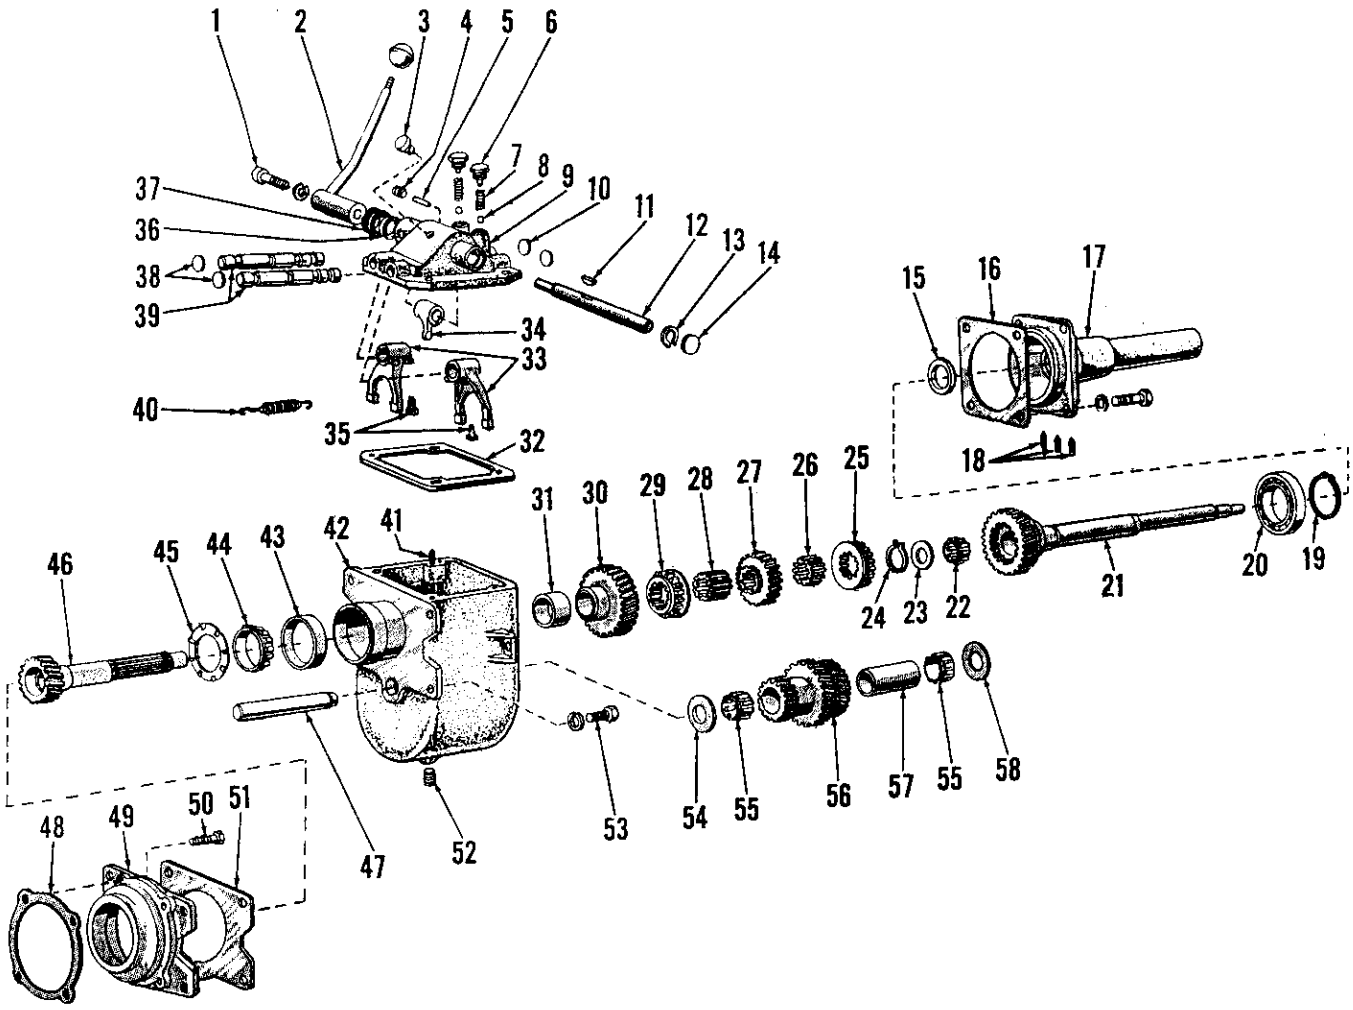

Fig. 182–Exploded view of auxiliary transmission that is available for installation in models with standard shift four-speed transmission.
186. Separate (split) tractor between engine and transmission housing as outlined in paragraph 181. Disconnect the clutch release bearing springs (40—Fig. 182) and remove the bearing. Drain the auxiliary transmission and main transmission. Remove the socket head screw (1) from auxiliary transmission shift lever (2) and remove the lever. Then, unbolt and remove the auxiliary transmission from mounting flange (49) on front of main transmission housing.
187. **SHIFTER RAILS AND FORKS.** To remove shifter rails and forks, the auxiliary transmission must be removed as outlined in paragraph 186. Refer to Fig. 182, remove the retaining cap screws and lift shifter cap assembly (9) from gear case. Remove the two detent caps (6), detent springs (7) and detent balls (8) from shifter cap. Remove lock wires and the drilled head set screws (35) from shifter fingers (forks) (33). Remove the Welch plugs (38) from the shifter rod bores at the rear of the shifter cap, then drive the shifter rods (39) out the front of shifter cap. Remove the set screw (4) from the interlock bore and remove the interlock (5). Remove the snap ring (13) from the groove on the selector shaft (12) and slide the selector fork (34) and snap ring toward the end of the selector shaft which is opposite from the shoulder stop. Remove the Woodruff key (11), then withdraw selector shaft from the shifter cap. Remove selector shaft seal (36).
189. **CLUTCH SHAFT.** With tractor separated (split) as in paragraph 181 and the unit drained, the clutch shaft (21—Fig. 182) can be removed by unbolting the support (17) and pulling the support and clutch shaft assembly from the gear case. Remove the roller bearing (22) and the thrust washer (23) from the pilot end of
190. **DRIVE SHAFT.** With the shifter cap assembly removed as in paragraph 187 and the front support and clutch shaft assembly removed as in paragraph 189, refer to Fig. 182 and remove snap ring (24) from drive shaft (46). Then remove front shift collar (25), short spline sleeve (26), step-up gear (27), rear shift collar (29), long spline sleeve (28), step-down gear (30) and spacer (31) from drive shaft. NOTE. Identify shift collars (25 and 29) so they can be reinstalled in their proper positions. Pull the drive shaft, oil slinger (45) and taper bearing (44) from rear of gear case; then, using a suitable press or puller, remove the taper bearing and oil slinger from the drive shaft. Remove bearing cup (43) from gear case if necessary.
192. **CLUSTER GEAR AND SHAFT.** Remove the drive shaft assembly as outlined in paragraph 190. Refer to Fig. 182 and drift the cluster shaft (47) out toward rear of gear case and catch cluster gear (56) and thrust washers (54 and 58) as shaft is driven out. Remove the roller bearings (55) and spacer (57) from cluster gear.